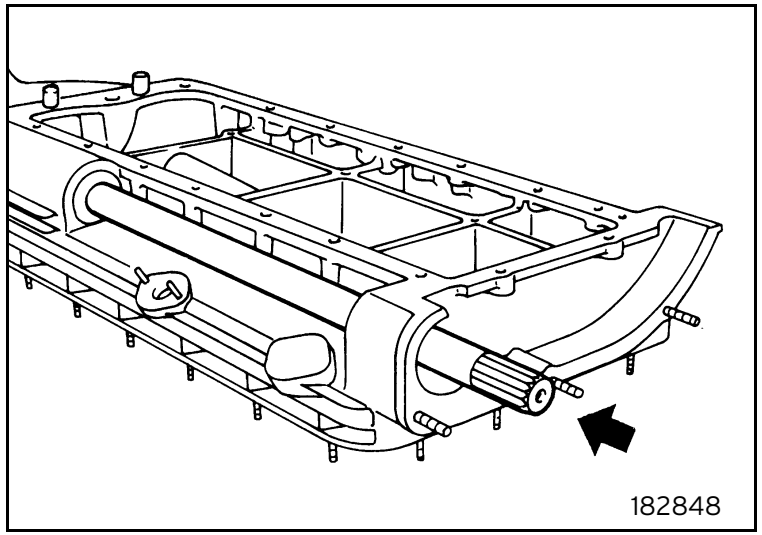

Fig. 48
- Fit the shaft and bearing (figure 48).